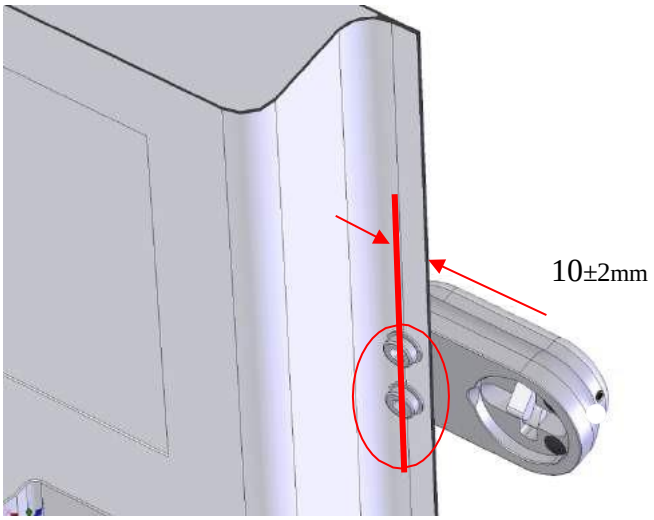

Fig.5
- La position des deux premiers trous de 9 mm se situe à environ 10 ± 2 mm du bord vertical de la porte ouvrante (voir fig. 5). Il s'agit d'une zone très résistante de la porte. La tolérance indiquée est nécessaire pour permettre aux têtes cylindriques des boulons M8 d'être positionnées à l'intérieur du bord et jamais au-delà.
Avant de percer, vérifiez que la tête du boulon M8 se trouve à l'intérieur du bord (voir fig. 5).